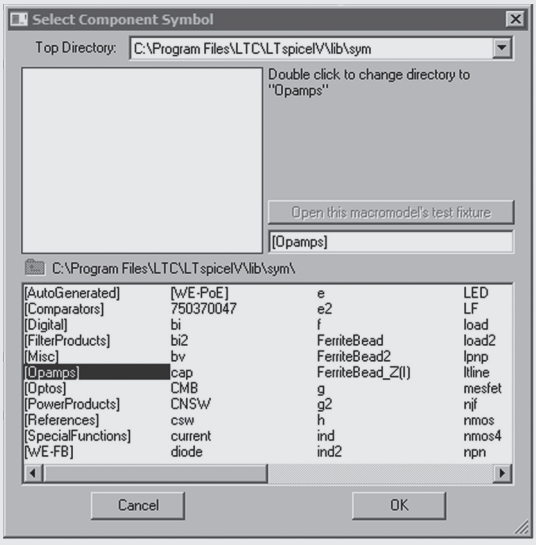

Figure 3.6
3. We are not going to open a saved schematic, but we are going to create our own in order to go through all the creation steps. To start with, let's position on our schematic an operational amplifier symbol. To do so, click on the icon representing the **AND** logic gate symbol . Click once on this icon and another window appears. The left-hand column contains a series of words in brackets. In this column, double-click on **[Opamps]** to access the operational amplifier directory. (See figure 3.6).